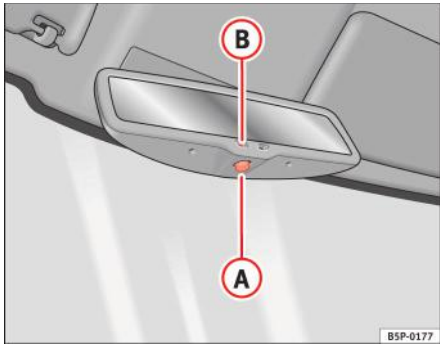

Fig. 86 Oglinda interioară cu funcție de reglare automată antiorbire.
– Apăsați butonul Ⓐ ⇒ fig. 86. Lampa de avertizare Ⓑ se stinge:
– Apăsați butonul Ⓐ ⇒ fig. 86. Lampa de avertizare este aprinsă.